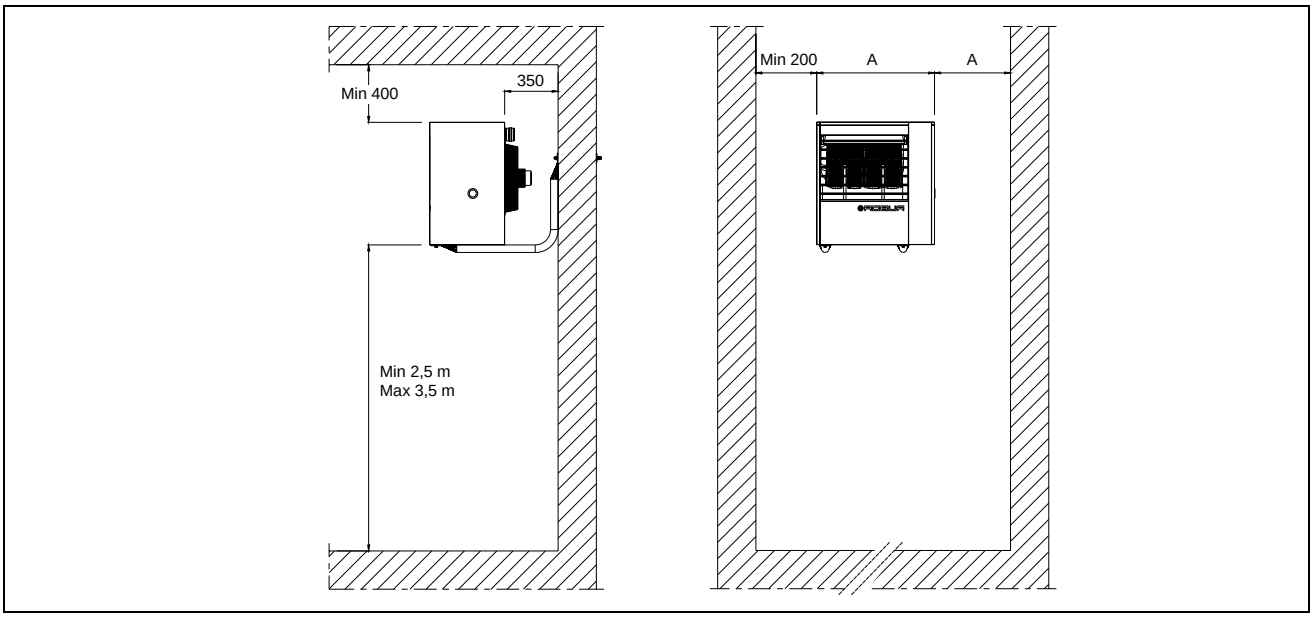

FIGURA 4 – DISTANZE DI RISPETTO: SPAZIO MINIMO UTILE PER L'INSTALLAZIONE DEL GENERATORE SERIE F1
B) Nel caso di installazione di apparecchi serie F1 è necessario prevedere tra lato posteriore dell'apparecchio e muro una distanza minima di 350 mm al fine di consentire la sufficiente ripresa d'aria (vedi FIGURA 4).
D) L'altezza ottimale consigliata da terra alla base del generatore è 2,5 - 3,5 m (vedi FIGURA 4).